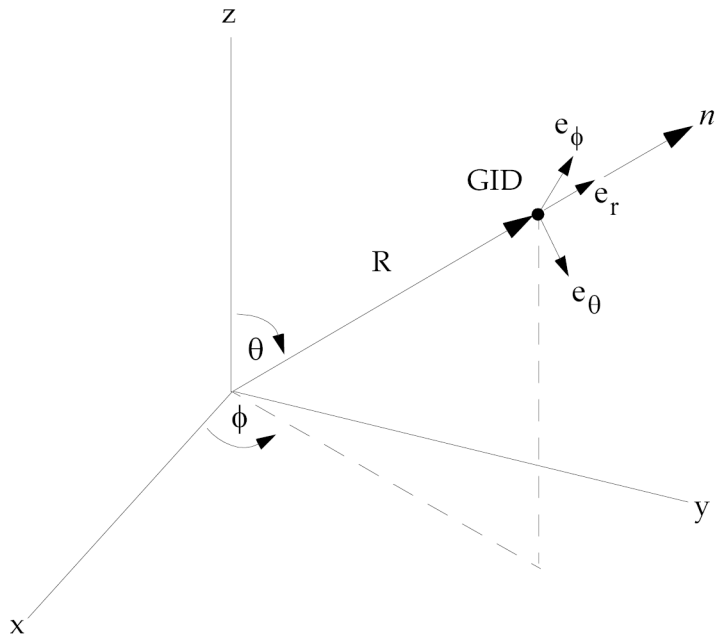

Figure 17-7.
3. If CID is a cylindrical or spherical coordinate system, the components Ni are in the local tangent system at grid GID. For example, if CID=10 is a spherical coordinate system and normals must be defined pointing outwards in the radial direction of the sphere, see Figure 17-7, then the SNORM entries for all grids GID on the sphere are simply